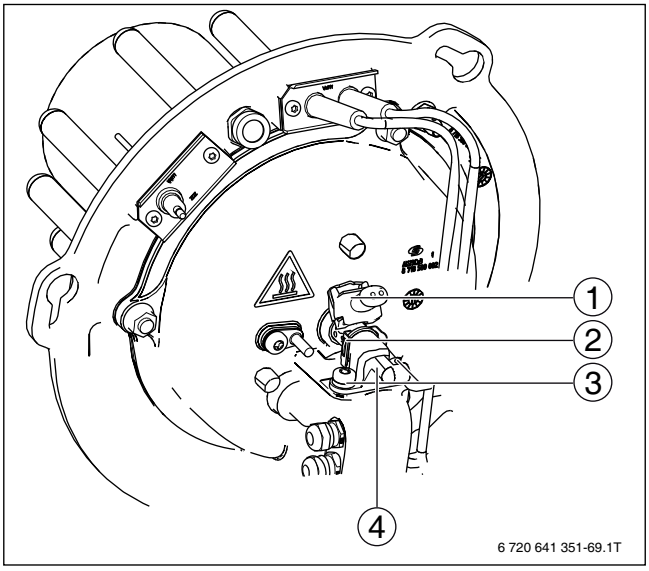

Bild 72 Brennereinspritzventil austauschen
▶ Klammer Stecker (→ Bild 72, [1]) entriegeln.
▶ Stecker (→ Bild 72, [1], Seite 44) abziehen.
▶ Schrauben (→ Bild 72, [3], Seite 44) am Anschlussstück (→ Bild 72, [4], Seite 44) lösen.
- Clip (→ Bild 72, [2], Seite 44) abziehen.